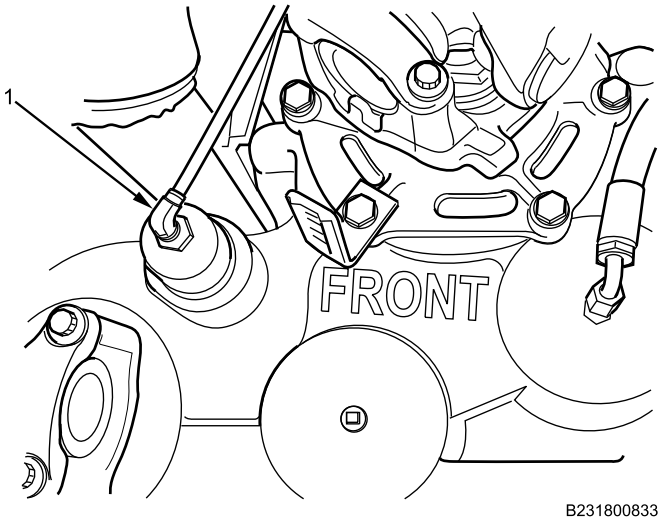

Figure 13. Front of Transfer Case.
8. Install transfer case front air line (Figure 13, Item 1) securely on front of transfer case.